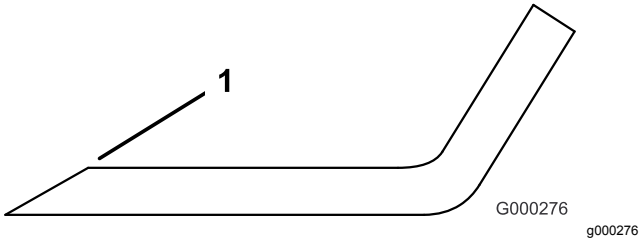

**Figur 84**
1. Anvend en fil til at slibe begge ender af skærekniven (Figur 84).